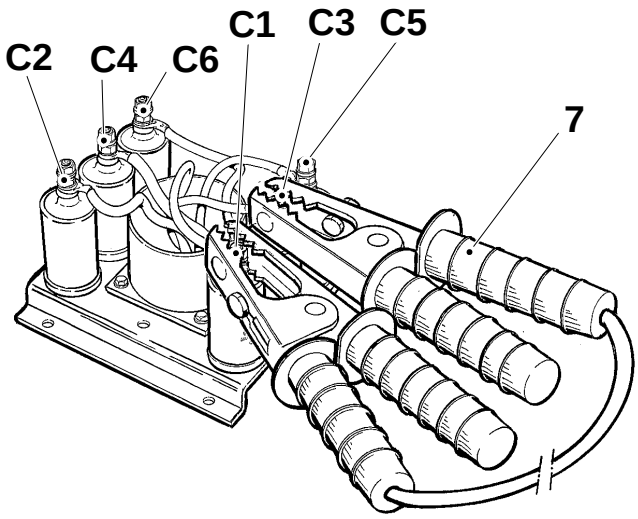

Fig 2. Mains filter
f) When carrying out work on the high-voltage transformer and/or rectifier the ground wire must be connected between two of the capacitors in the mains filter, see fig. 2.